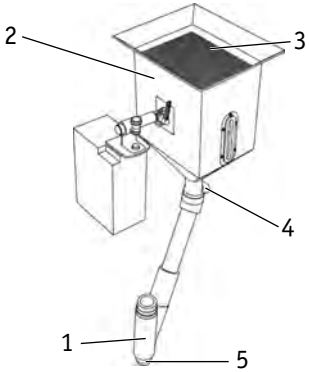

Рис. 8.8. Подача флюса в зону сварки.
8. Откройте затвор флюсобункера, флюс должен полностью покрыть зону начала сварки (см. рис. 8.8)